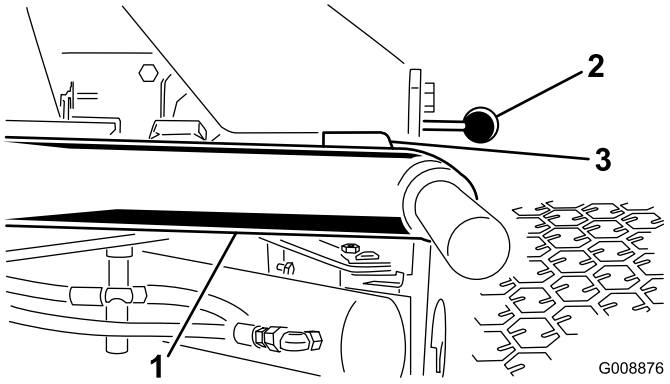

**Figur 25**
1. Start motoren, hæv løftearmene, og kontroller, at afstanden mellem hver løftearm og gulvpladekonsollen er 5-8 mm (Figur 25).